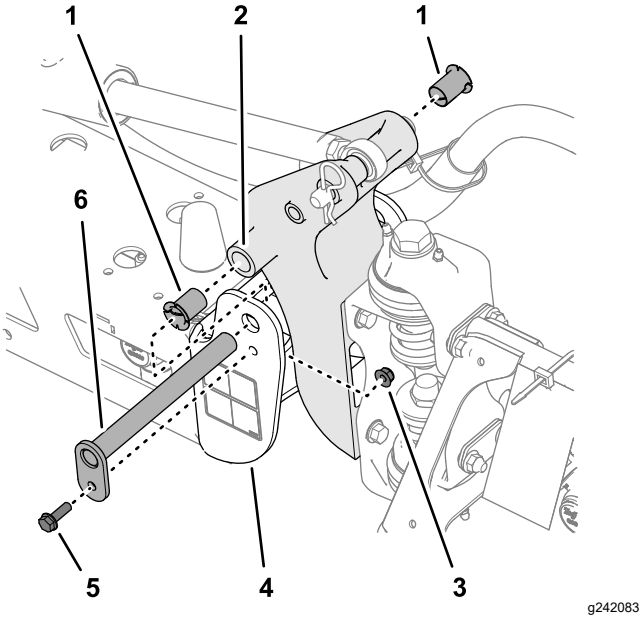

Figuur 115
3. Verwijder de bout en moer waarmee draaipen bevestigd is, en verwijder de pen (Figuur 115).
5. Verwijder de draaibussen van de voor- en achterkant van de draaibeugel en controleer deze (Figuur 115).
6. Smeer de nylon draaibussen in met een beetje olie en monteer de bussen in de draaibeugel (Figuur 115).
7. Lijn de openingen in de draaibeugel uit met de openingen in het eindkanaal (Figuur 115).